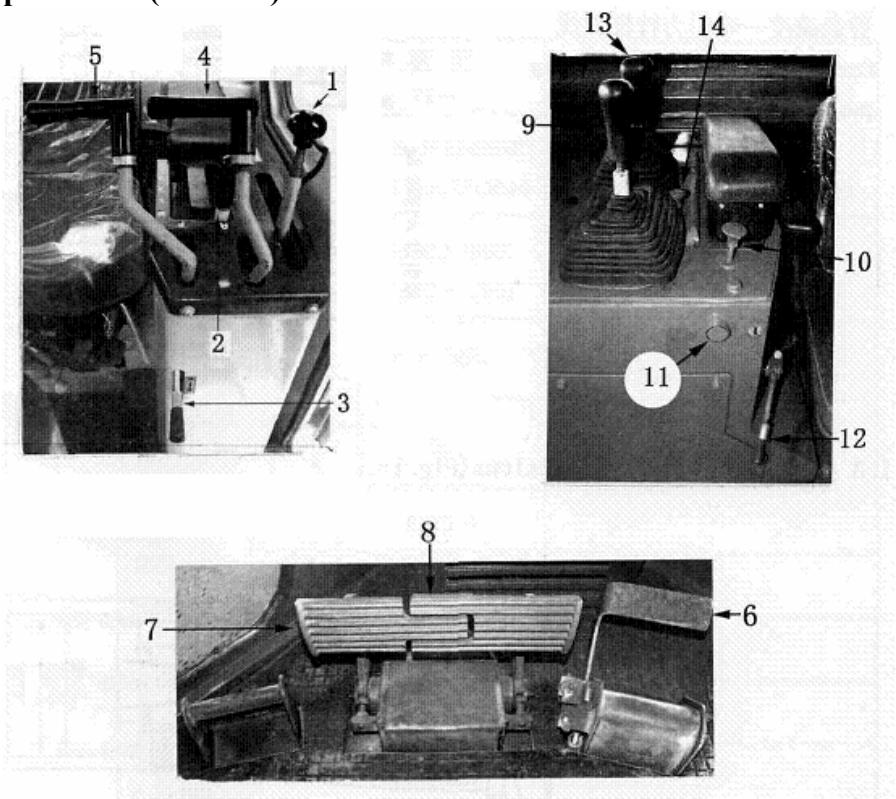

Рис. 1-3
1.4. Органы управления (Рис. 1-3)
4. Левый рычаг рулевого управления (Рис. 1-3).
6. Педаль замедлителя (Рис. 1-3).
8. Рычаг управления отвалом (Рис. 1-3).
9. Кнопка блокировки (для рычага управления отвалом) (Рис. 1-3).
11. Рычаг стояночного тормоза (Рис. 1-3).